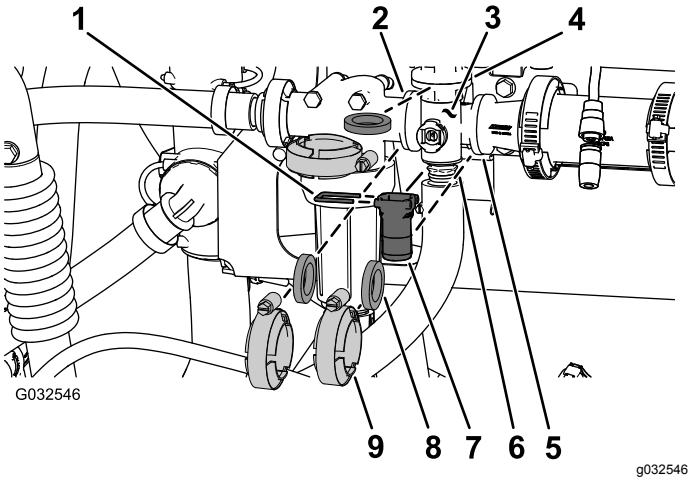

Figur 106
1. Fjern klemmene og pakningene som fester manifolden for risteventilen til risteomløpsventilen, trykkfilterhodet, reduksjonskoblingen og adapterkoblingen (risteregulatorventil), som vist i Figur 106.